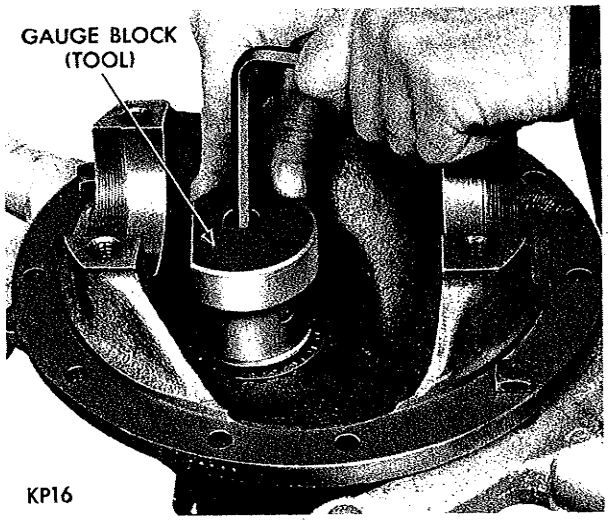
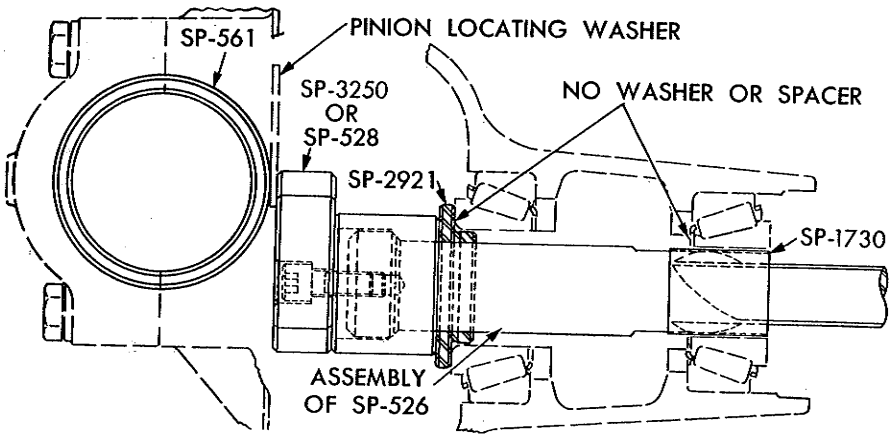

*Fig. 27—Installing Gauge Block on Tool*
*Fig. 30—Tool C-758-D4 Installed in Housing (8¾" Large Pinion)*
(1) Reverse carrier in stand and install gauge block SP528 on end of tool and securing it to tool with Allen screw. The flat portion of gauge block should be facing differential bearing pedestals (Fig. 27). Tighten screw with Allen wrench.
(1) Assemble spacer SP2921 to main section of tool followed by spacer SP1730. Install rear pinion bearing cone over spacer SP1730 and against spacer SP2921 (Fig. 30).
(2) Insert assembly into carrier and install front pinion bearing cone over tool shaft and in its proper position in bearing cup. Install tool spacer, tool thrust washer and tool nut on shaft.
(3) With nose of carrier up, place flange holding Tool C-3281 on compression sleeve. Allow assembly to rotate while tightening nut to not more than 25-50 foot-pounds. **Always make sure bearing cones are lubricated with hypoid gear lubricant.**
(4) Turn tool several complete revolutions in both directions to permit bearing roller to seat. After bearing rollers are properly seated, check bearing preload by rotating tool with an inch-pound torque wrench. The correct bearing preload should be from 20-30 inch-pounds for new bearings and 0-15 inch-pounds for the original bearings.
(5) With proper bearing preload set, invert carrier in stand and install gauge block SP528 or SP3250 to the main screw attaching it with Allen screw securely (Fig. 27). The flat portion of gauge block should be facing differential bearing pedestals.